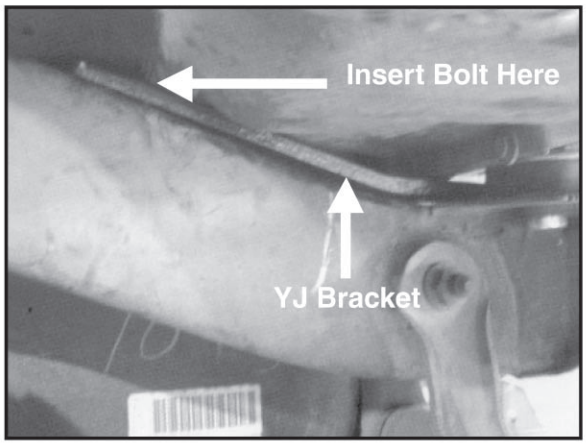

Figure 3
YJ Wrangler: Locate (1).1/2"-20 x 1 1/4" Hex Head Bolt, (2) 1/2" Fender Flat Washers, and (1) 1/2" Fender Flange Lock Nut. Insert Bolt with Flat Washer through hole in the top of frame. Go through hole in the top of frame and through Reinforcement Bracket. Insert Fender Flange Nut through the hole on the bottom of the frame and hand tighten at this time (Figure 3). **NOTE:** Taping the Flange Nut to a wrench before inserting into the frame will ease the installation. Repeat steps 2-5 for opposite side.